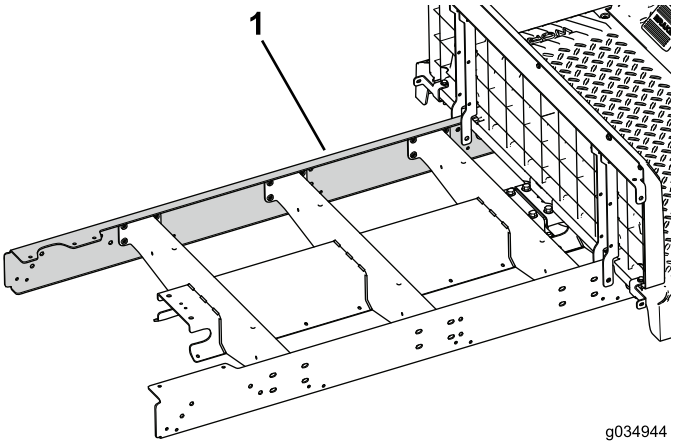

Figure 73
5. Montez, sans le serrer, le longeron d'extension du côté gauche de la machine (Figure 73).